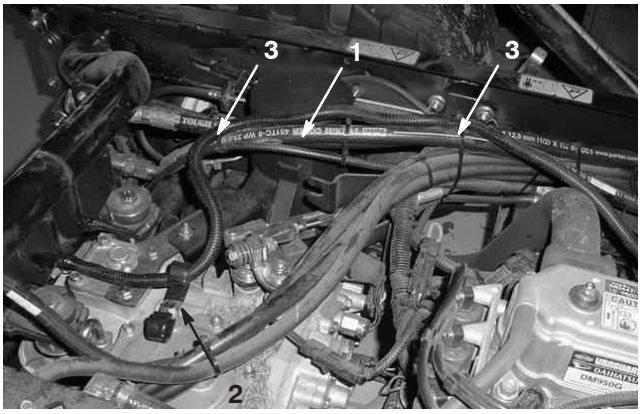

Figur 5
3. Fäst kablaget vid bogserfordonet med kabelband på de ställen som visas i figur 5.
5. Dra kablaget genom den vänstra J-klämman på det sätt som visas i figur 5.